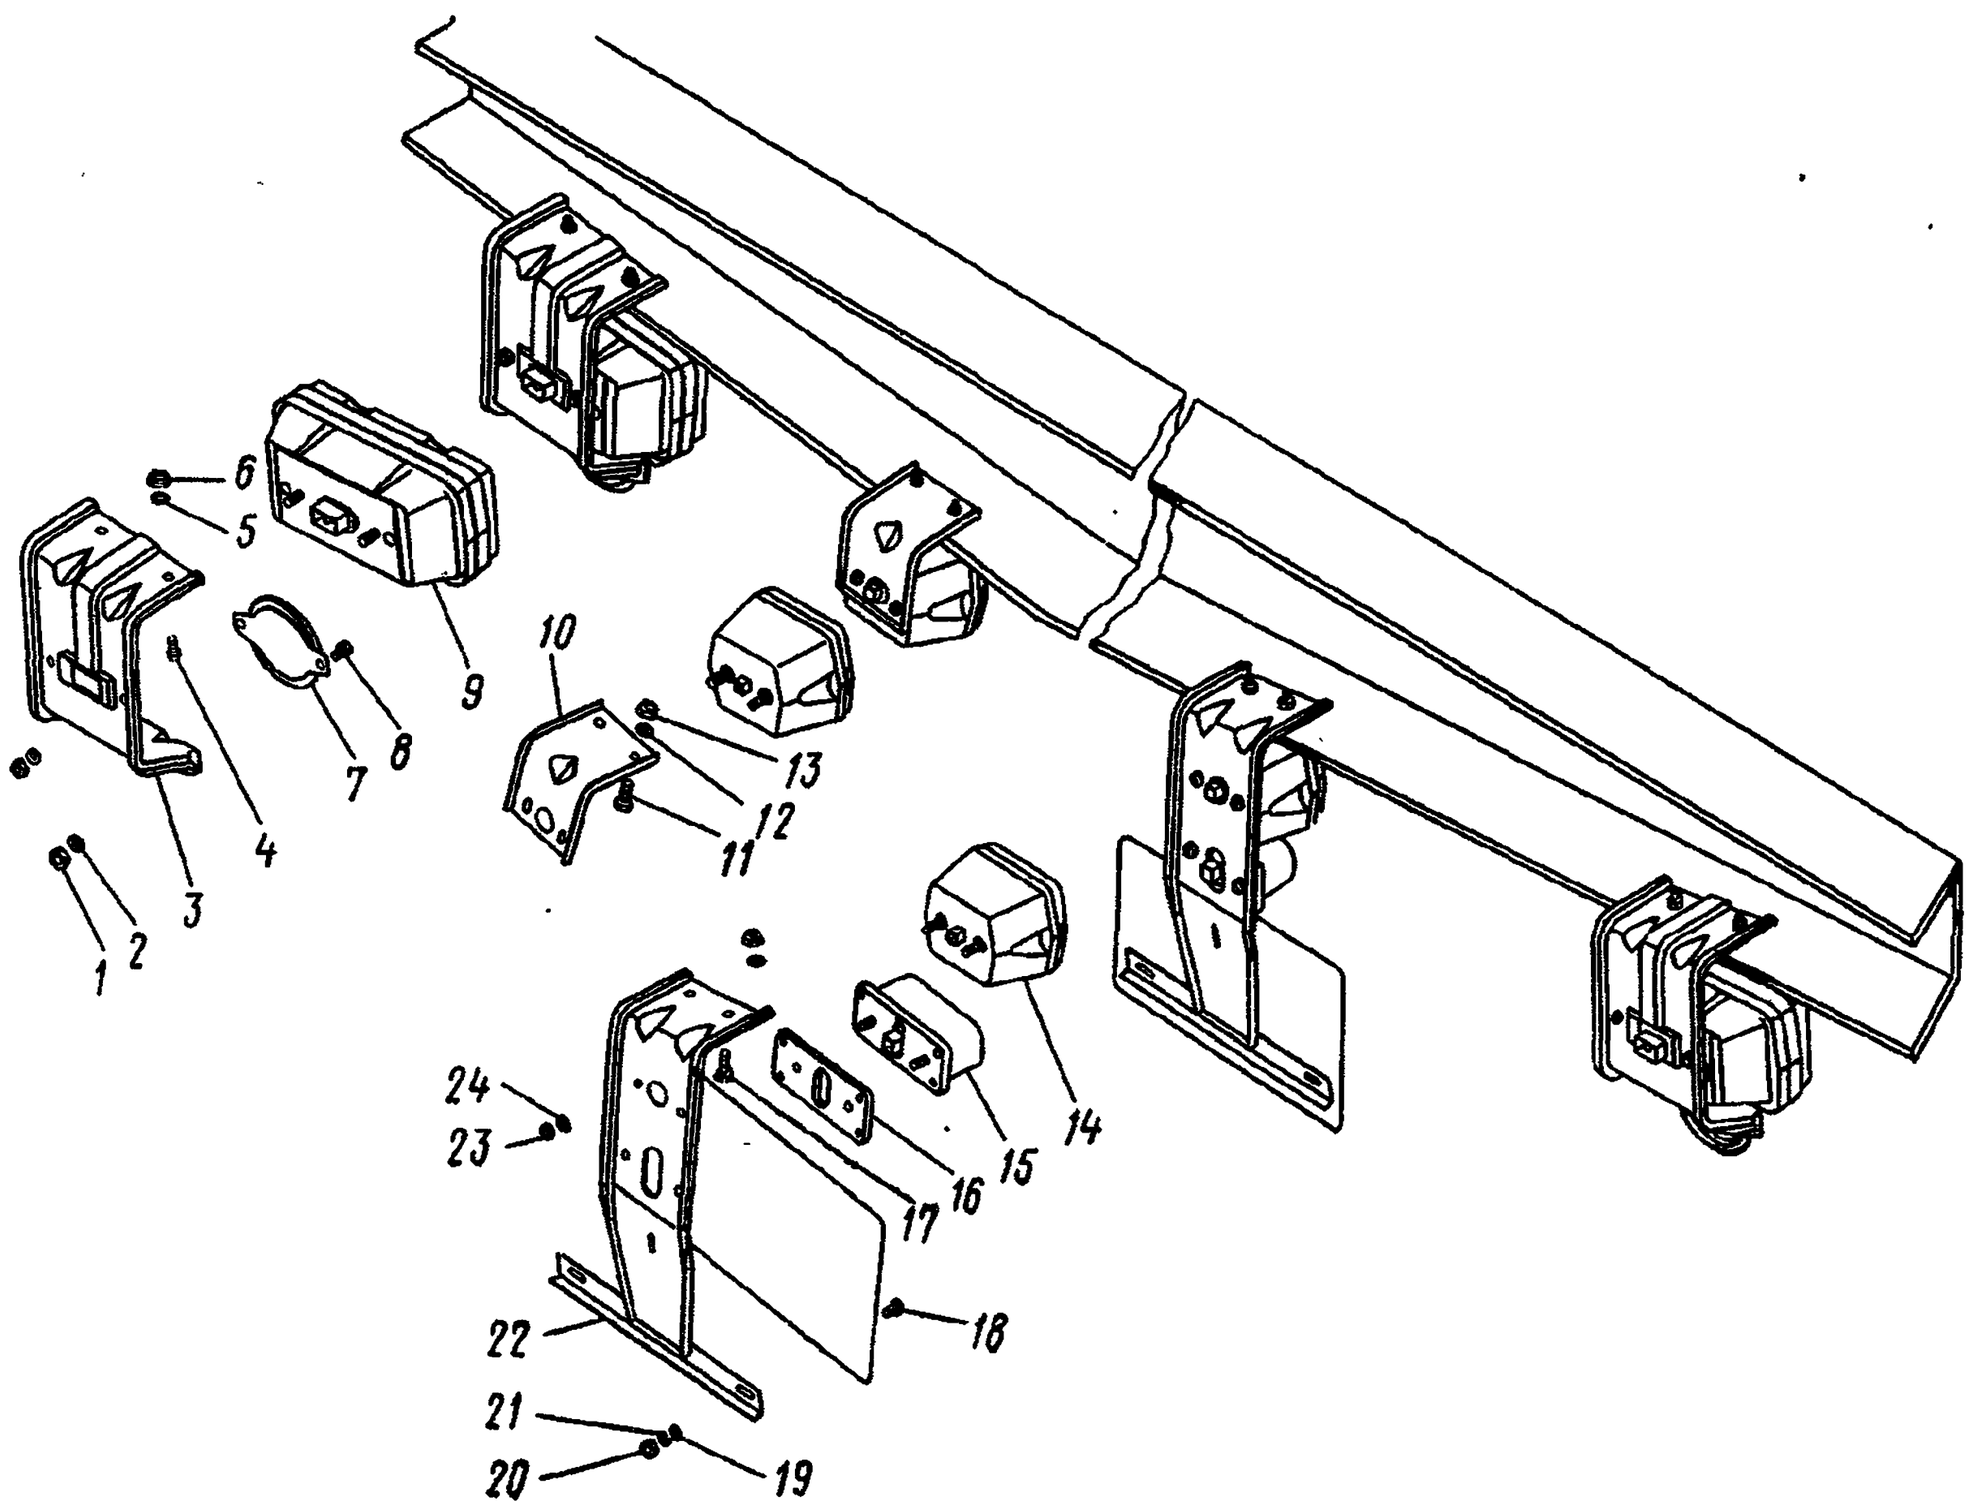

Рис. 75. Фонари задние, фонарь освещения номерного знака:
1. Отверните гайки *1* (рис. 75) крепления заднего фонаря *9* к кронштейну *3*, снимите пружинные шайбы	Ключ 10 мм